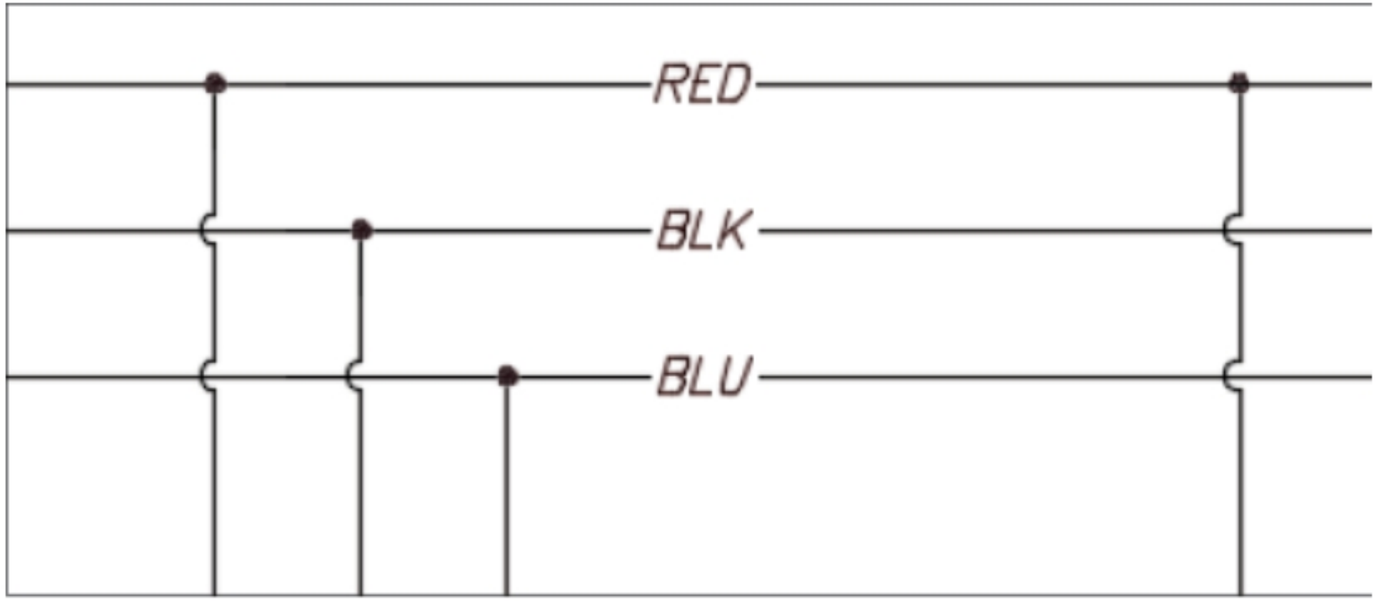
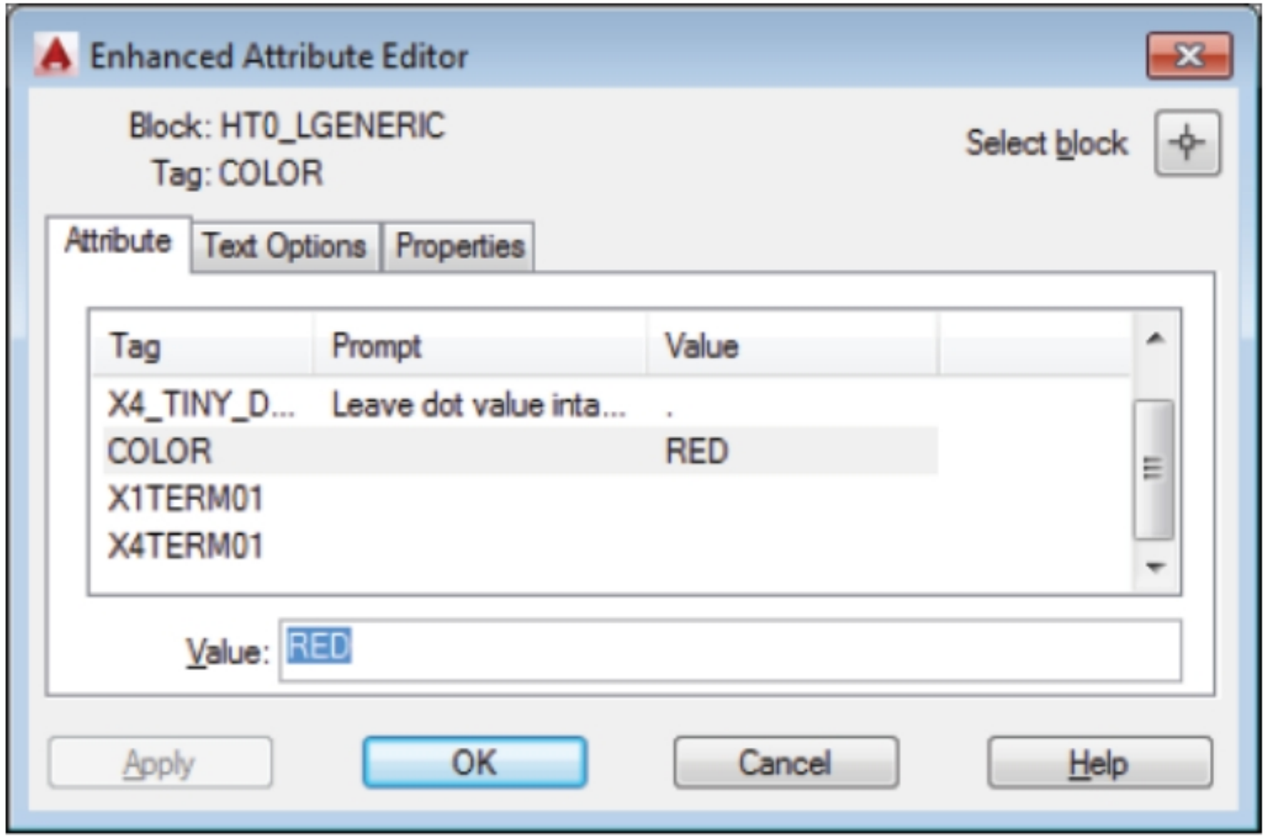

Figure-61. Wires after color coding
Figure-62. Enhanced Attribute Editor dialog box for color
- Similarly, set the middle and bottom wire as **Black** and **Blue** respectively; refer to Figure-61. Note that by default, the tags on wires are displayed in yellow color. To change the color, double-click on the color name in the label. The **Enhanced Attribute Editor** dialog box will be displayed; refer to Figure-62.